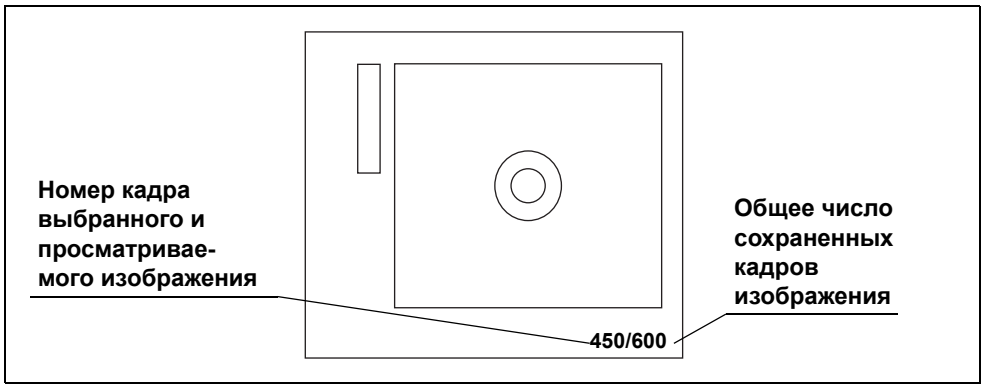

рисунок 7.44
- Номер кадра, отображаемый на дисплее монитора, представляет собой «Номер кадра выбранного и просматриваемого изображения»/«Общее число сохраненных кадров изображения». (см. рис. 7.44)